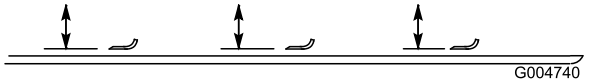

Figura 85
2. Gire la cuchilla hasta que los extremos estén orientados hacia adelante y hacia atrás (Figura 85). Mida desde el interior de la unidad de corte al filo de corte en la parte delantera de la cuchilla. Anote esta dimensión.